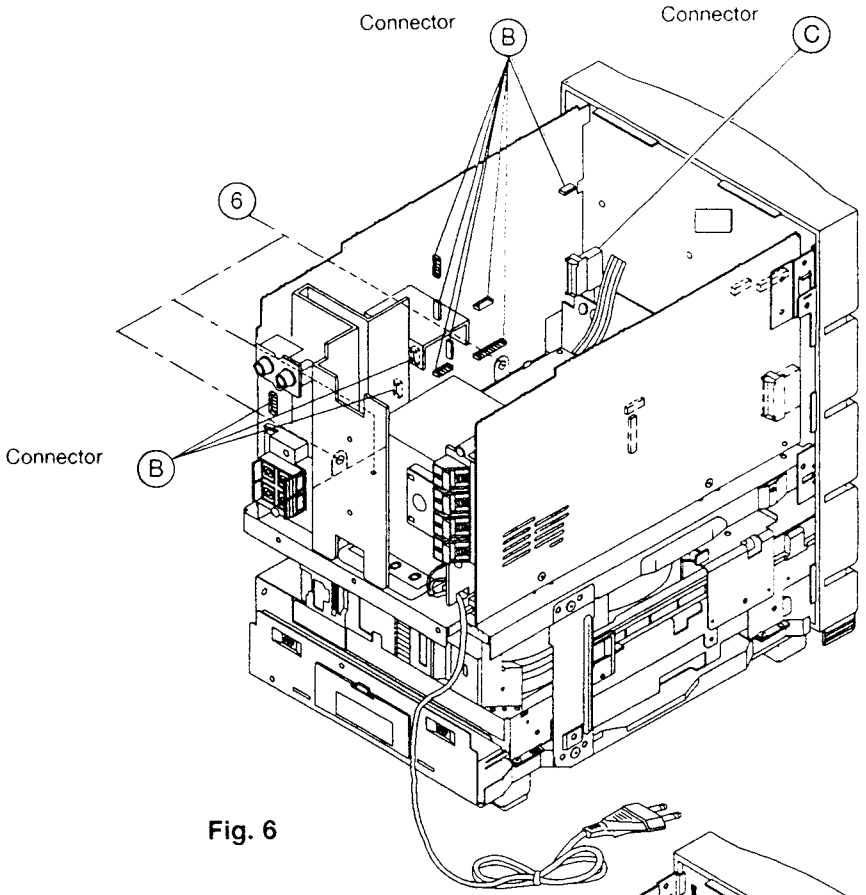

Fig. 6
6. **Removal of TA P.W.B. (Fig 6)**